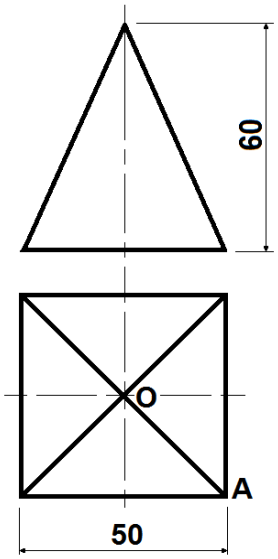

FIGUUR 10 (4)
4.4 Teken die voor- en bo-aansigte van die vierkantige keël wat in FIGUUR 10 getoon word op skaal 1:1 in die ANTWOORDBOEK. Konstrueer die skaal om die ware lengte van hoeklyn OA te bepaal.